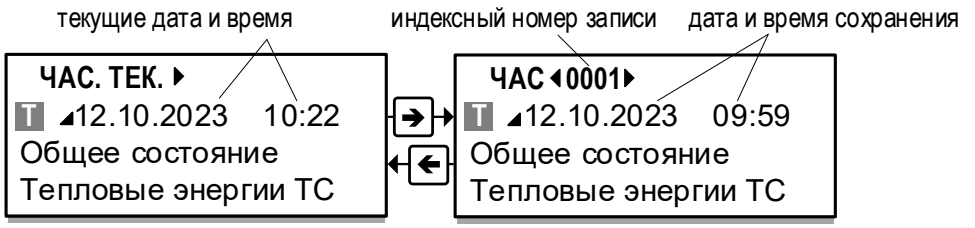

Рис.17. Обозначения параметров в окнах индикации часового архива.
4.2.3. Все архивные записи проиндексированы. Каждой вновь сохраняемой в архиве записи присваивается индекс **0001** (рис.17). При этом индексы всех ранее сохраненных записей автоматически увеличиваются на единицу.
4.2.4. Для просмотра какой-либо архивной записи, например, часового архива следует в окне **ЧАС** (рис.17) установить дату и время предполагаемого сохранения искомой записи, после чего нажать кнопку . Если запись с такой датой и временем существует, то начнется ее отображение. Если же нет, то в окне начнется отображение записи с ближайшей датой и временем сохранения по отношению к введенным.